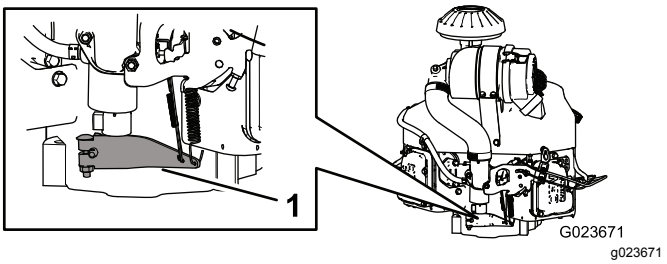

**Figur 66**
3. Skyv fjærenden til regulatorarmen nedover (Figur 66).